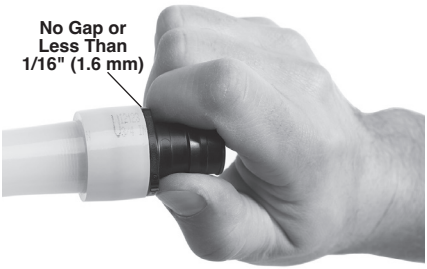

**Figure 9 – Inserting Fitting into the Tubing**
6. Insert fitting into the tubing until the fitting shoulder is flush with the tube end, *see Figure 9.* The tube end will be contracting and may be tight on the fitting.